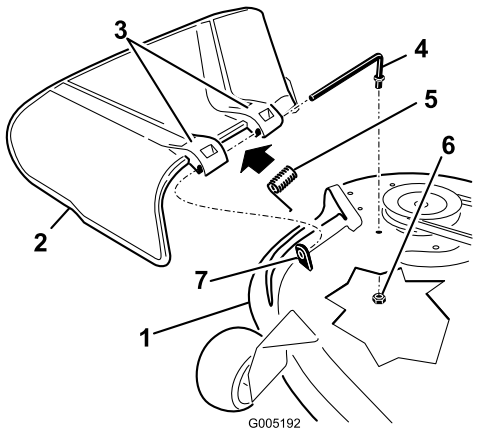

Figur 50
1. Finn delene som er vist i Figur 50.
2. Fjern mutteren (3/8 tommer) fra stangen under klippeenheten (Figur 50).
3. Skyv stangen ut fra den korte utstikkeren, den interne låseskiven, fjæren og gressavlederen (Figur 50). Fjern den skadde eller slitte gressavlederen.
4. Bytt ut gressavlederen og den intern låseskiven (Figur 50).
6. Plasser fjæren på stangen, med enden av kablene ned, og gjennom gressavlederbrakettene. Skyv stanken gjennom den andre gressavlederbraketten og intern låseskive (Figur 50).
7. Sett stangen inn foran på gressavlederen i den korte avstikkeren på klippeenheten. Fest den bakre enden av stangen til klippeenheten med en mutter (3/8 tomme) (Figur 50).